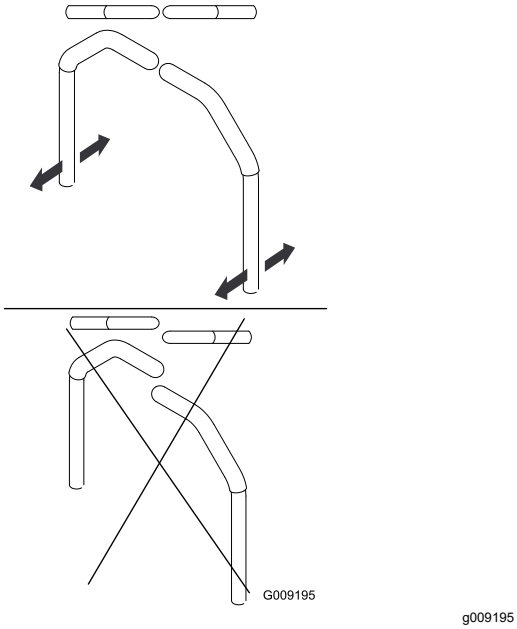

Figur 95
4. Rikta in reglagen i främre-bakre läge genom att föra ihop dem i NEUTRALLÄGET, skjuta dem tills de är inriktade och sedan dra åt skruvarna (Figur 95).